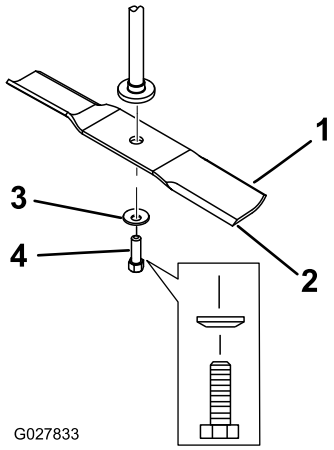

Figuur 63
2. Verwijder de mesbout, de klemring en het mes van de spilas (Figuur 63).
1. Monteer het mes op de as (Figuur 63).
2. Monteer de klemring (holle kant naar het mes toe) en de mesbout (Figuur 63).